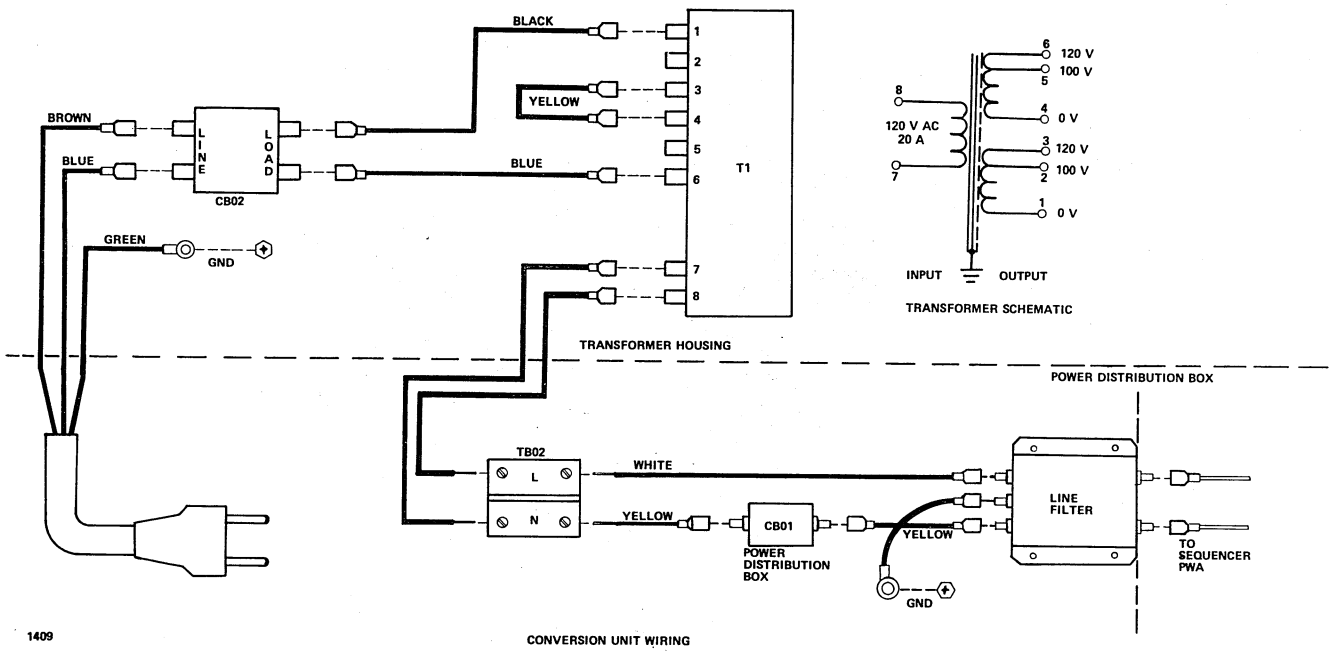

Figure 27-3. Processor Power Conversion Unit Wiring Diagram
9. Locate the 16-inch (406-millimeter) transformer output cable (part number 96752565). Connect the tinned ends of the cable to the power input block (TB02) where the original power cord was removed. Refer to figure 27-3.
19. Connect the lugged ends of the power cord assembly (step 13) to the top (LINE) terminals of the circuit breaker. Connect the loose ends of the transformer input cable (step 13) to the bottom (LOAD) terminals of the circuit breaker. Refer to figure 27-3, and maintain the proper line and neutral polarity.
21. Verify that the electrical connections of the transformer agree with those shown in figure 27-3 and and table 27-1.